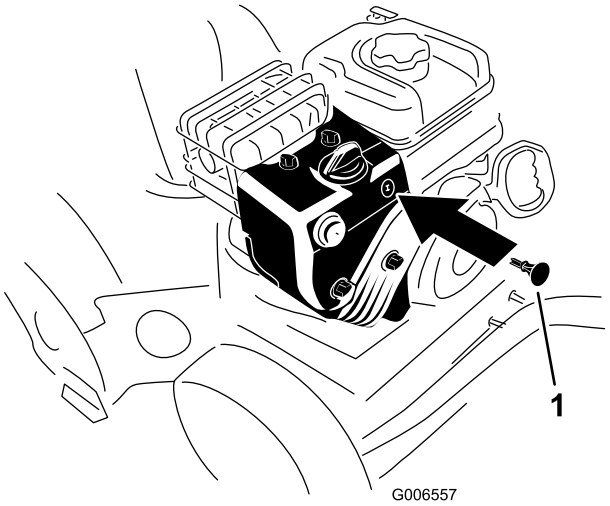

Figur 25
3. Sett inn tenningsnøkkelen (Figur 25).